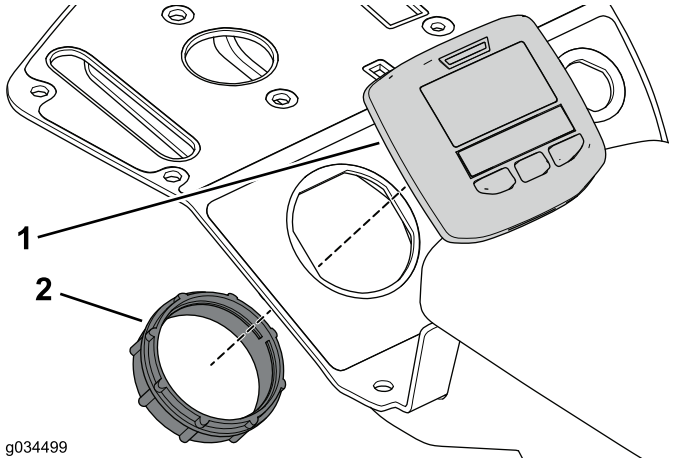

Figur 28
3. Använd fästringen för att fästa panelen vid konsolenheten (Figur 28).